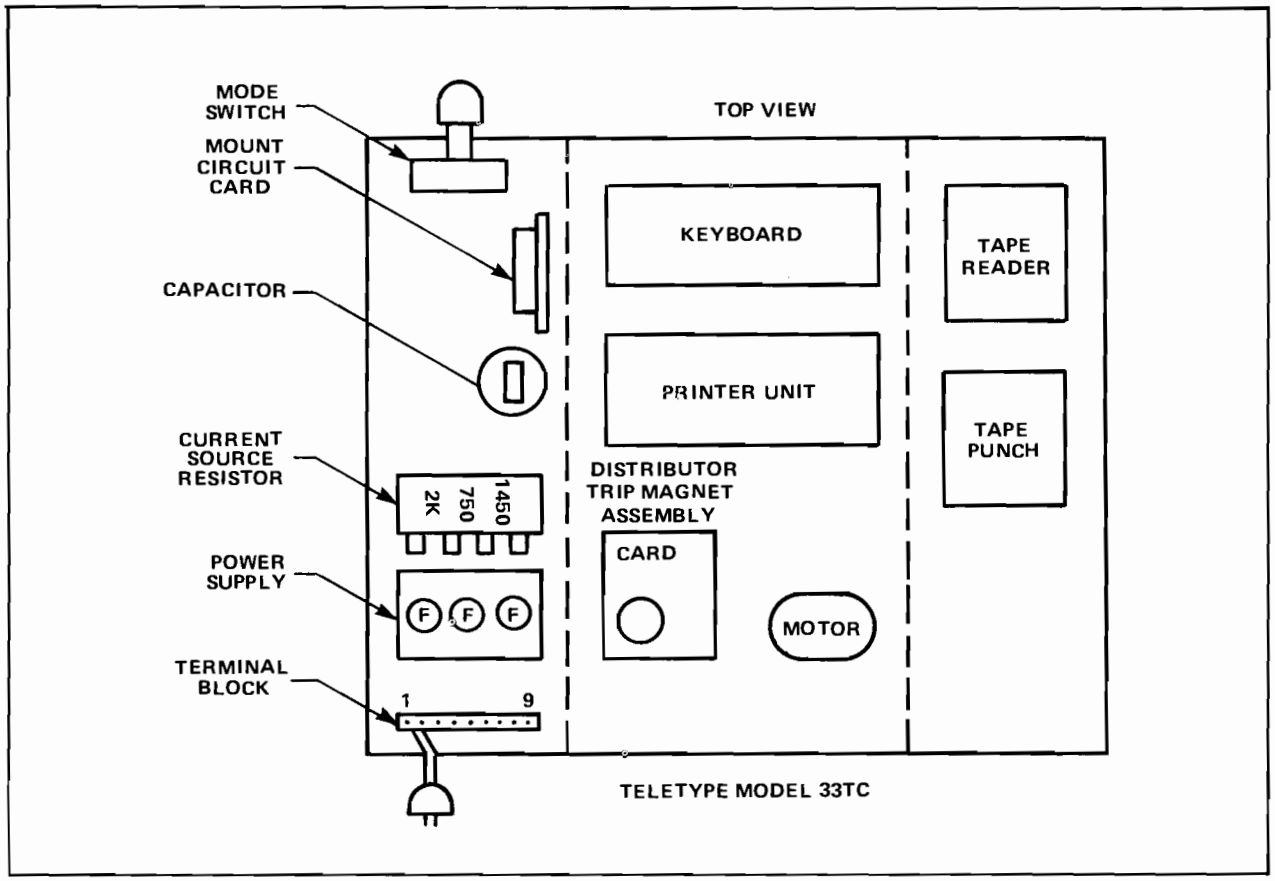

Figure B-1. Teletype Component Layout
a. Remove blue lead from 750-ohm tap on current source resistor, reconnect this lead to 1450-ohm tap. (Refer to figures B-1 and B-2.)
b. On terminal block, change two wires as follows to create an internal full-duplex loop (refer to figures B-1 and B-3):